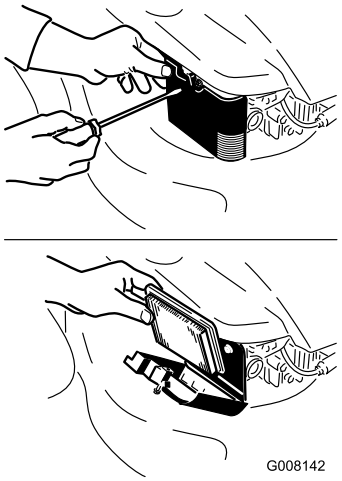

Figur 22
2. Öppna luftfilterskyddet och ta bort det gamla luftfiltret (Figur 22).